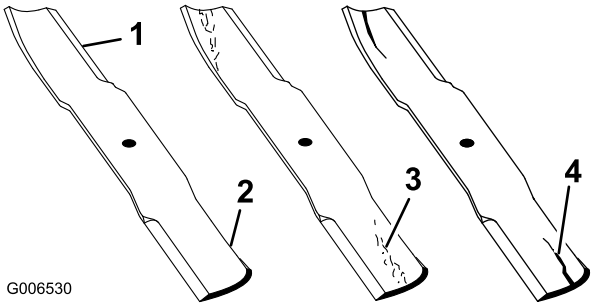

Figur 76
1. Efterse skærekanterne (Figur 76). Hvis kanterne ikke er skarpe, eller hvis de har hakker, skal skæreknivene afmonteres og slibes. Se afsnittet Slibning af skæreknivene.
2. Efterse skæreknivene, især det buede område. Hvis skæreknivene er beskadiget eller slidt, eller hvis der er antydning af en revne i dette område, skal der straks monteres nye skæreknive (Figur 76).